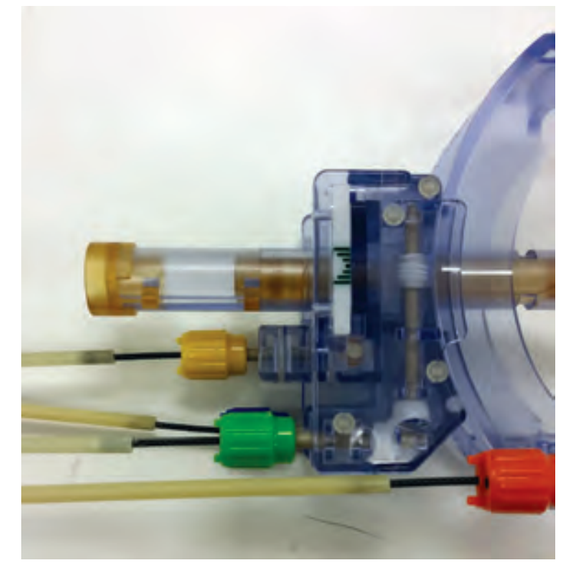

Figure 11: Attachment to Thumb Wheels
2. Attach the distal ends (wings) of the Thumb Wheel Extension Set to the matching colored thumb wheels on the SMARTFrame XG. **See Figure 11**. You may need to rotate the Thumb Wheel Extension Set thumb wheels to properly orient the wings into the SMARTFrame thumb wheels. The wings should slide to the bottom of the thumb wheels and seat into place.